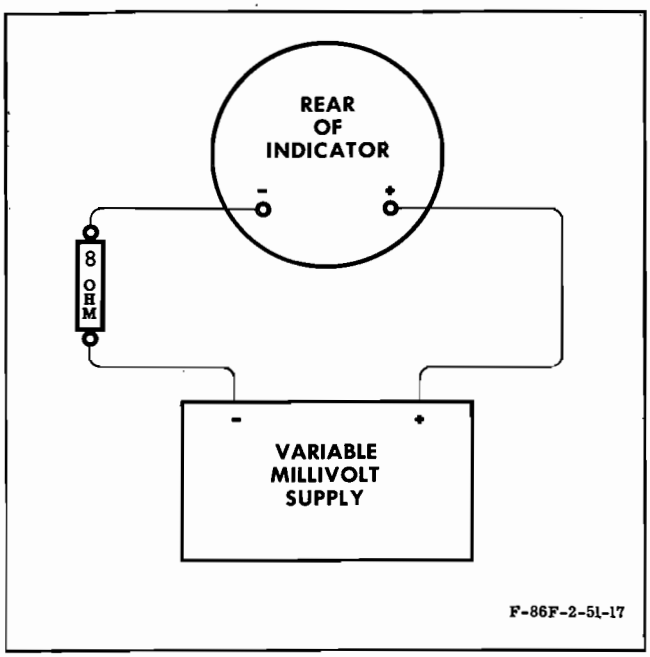

Figure 6-7A. Zero Adjustment of Exhaust Temperature Indicator
d. Connect a variable-millivolt supply to indicator and place 8 ohms resistance in series with negative lead. (See figure 6-7A.)